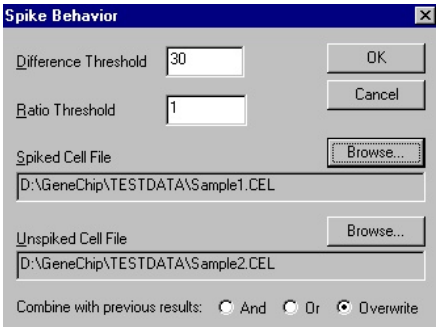

Figure G.41
⇒ The Spike Behavior dialog box appears **(Figure G.41)**.
⇒ This adds the selected .cel to the **Spiked Cell File** box **(Figure G.41)**.
6. To select an unspiked .cel, click **Browse** (lower button) in the Spike Behavior dialog box **(Figure G.41)**.
⇒ This adds the selected .cel to the **Unspiked Cell File** box **(Figure G.41)**.